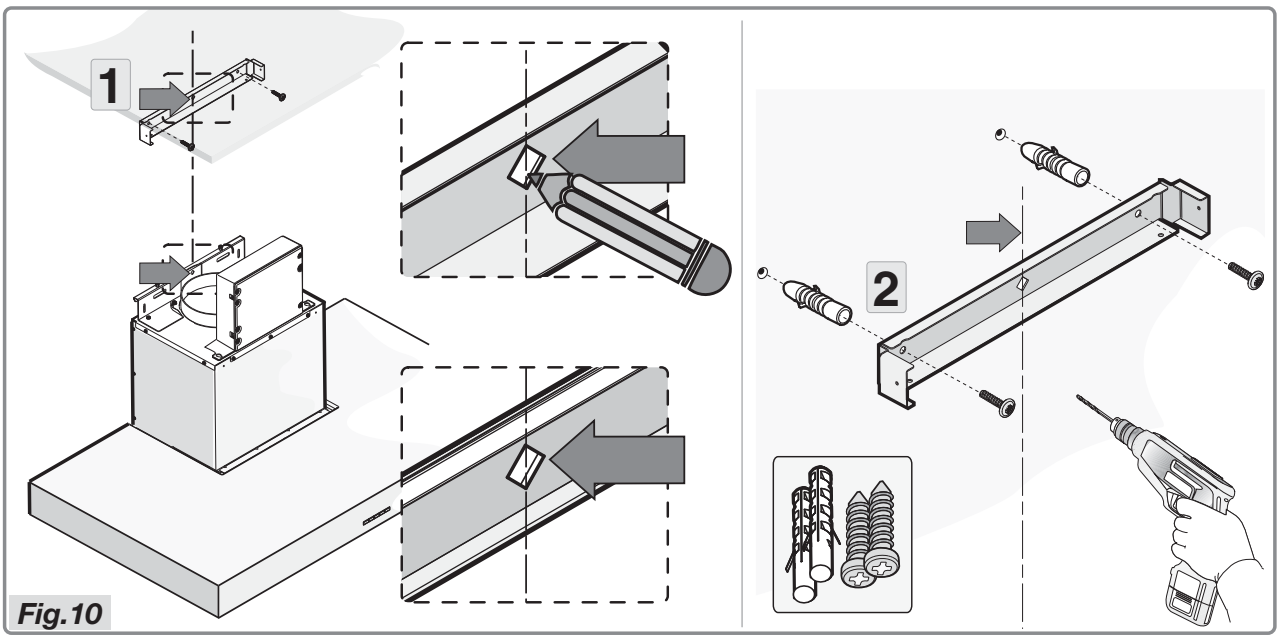

Fig.10
- Placer la bride de soutien en se rapportant aux mesures de la figure 1 et les fixer à l'aide des vis et des chevilles en dotation (Fig.10).